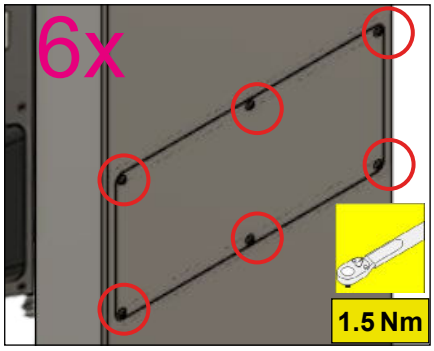

Abb. 18: Service-Deckel Standfuß
2. Die Verschraubung des Service-Deckels lösen: siehe Abb. 18.
- Torx-Sicherheitsschrauben M4x8 anziehen: siehe Abb. 18.